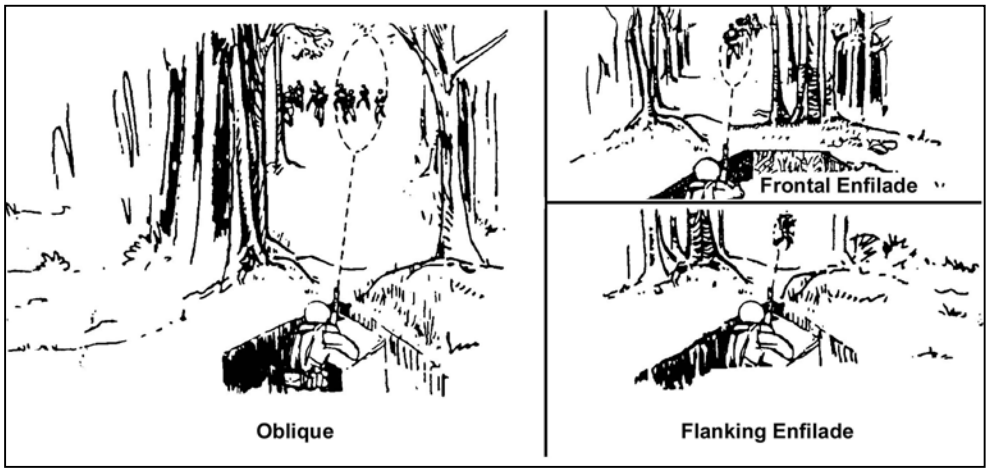

Figure 5-5. Oblique fire and enfilade fire.
c. **Oblique Fire**. Oblique fire is when the long axis of the beaten zone is at an angle other than a right angle to the front of the target (Figure 5-5).
d. **Enfilade Fire**. Enfilade fire is when the long axis of the beaten zone coincides or nearly coincides with the long axis of the target. This type of fire is either frontal or flanking. It is the most desirable type of fire with respect to a target, because it makes maximum use of the beaten zone (Figure 5-5, page 5-4).